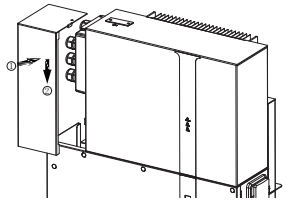
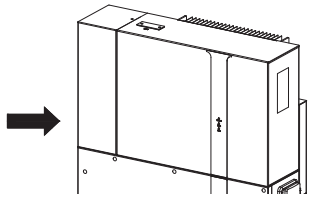

Figure 1
Figure 2
1. Insert the wire shield in the order shown by the arrow as shown in Figure 1 until the wire shield is installed in place as shown in Figure 2.